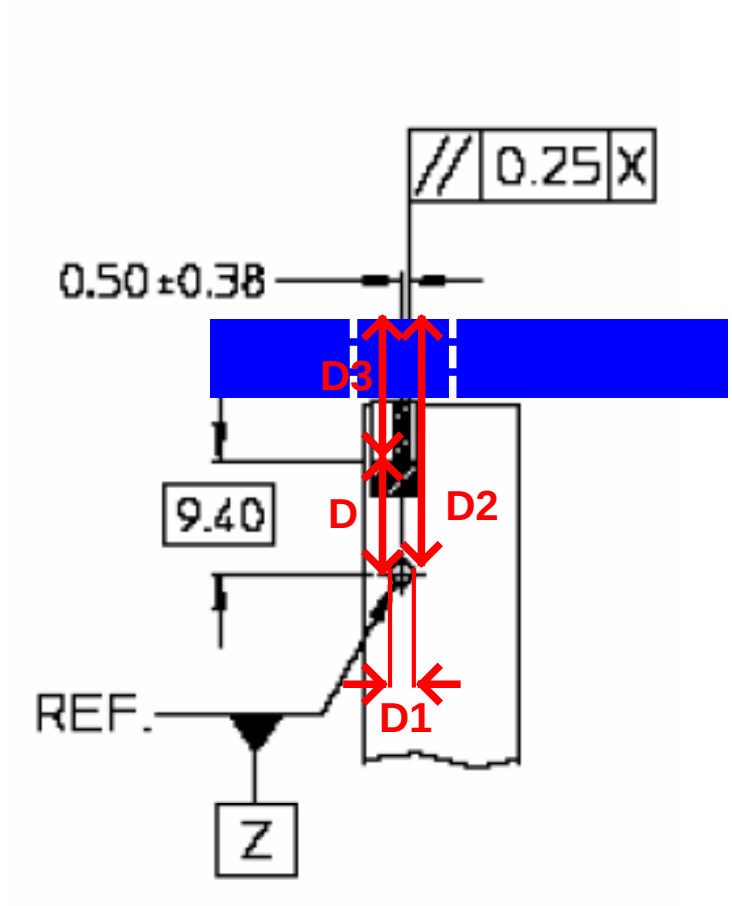

Figure 17
2. Place the drive against a flat surface, with the back surface of the drive (i.e. the "end of the device factor") flush against the face of the flat surface, see Figure 17.
3. Using the outside measurement jaws of the calipers measure from the face of the flat surface to the edge of the mounting hole as seen in Figure 17. Record this measurement as *D2*.
4. Using the depth measurement of the caliper measure from the face of the flat surface, through a hole in the flat surface to the back of the tongue of the connector plug, see Figure 17. Record this value as *D3*.